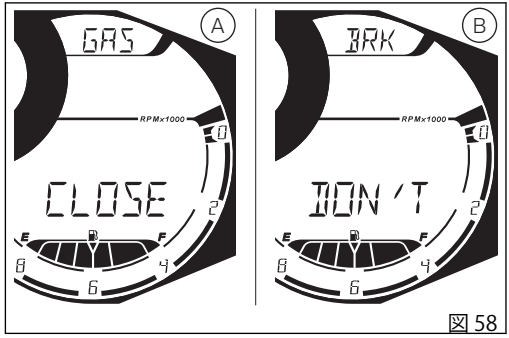

図 58
- 走行速度が 5 km/h (3 mph) 以下でスロットルグリップが開いている場合、インストルメントパネルは “CLOSE”、“GAS” (A、図 58) (スロットルを閉じてください) と表示します。スロットルグリップが閉じられた場合にのみ、インストルメントパネルは選択したライディングモードを承認し、スタンダードスクリーンに戻ります。
- 走行速度が 5 km/h (3 mph) を超えていてスロットルグリップが開いている場合、インストルメントパネルは “CLOSE”、“GAS” (A、図 58) (スロットルを閉じてください) と表示します。スロットルグリップが閉じられた場合にのみ、インストルメントパネルは選択したライディングモードを承認し、スタンダードスクリーンに戻ります。
- 走行速度が 5 km/h (3 mph) を超えていて、スロットルグリップは閉じているもののブレーキをかけている場合は、インストルメントパネルはメニュー枠内に “DON’T”、“BRK” (B、図 58) (ブレーキを放してください) と表示します。ブレーキが放された場合にのみ、インストルメントパネルは選択したライディングモードを承認し、スタンダードスクリーンに戻ります。
- 走行速度が 5 km/h (3 mph) を超えていてスロットルグリップが開いており、ブレーキをかけている場合、インストルメントパネルはメニュー枠内に “CLOSE GAS” (A、図 58)、“DON’T BRK” (B、図 58) (スロットルを閉じてブレーキを放してください) と表示します。スロットルグリップが閉じられ、ブレーキが放された場合にのみ、インストルメントパネルは選択したライディングモードを承認し 、スタンダードスクリーンに戻ります。
“CLOSE GAS” (A、図 58) または “DON’T BRK” (B、図 58) の表示が現れてから 5 秒以内にライディングモードの変更を有効にする上記の条件が満たされなかった場合は、選択手順は中止されます。インストルメントパネルは設定を変更せずに前の表示、ライディングモード選択入口画面に戻ります。